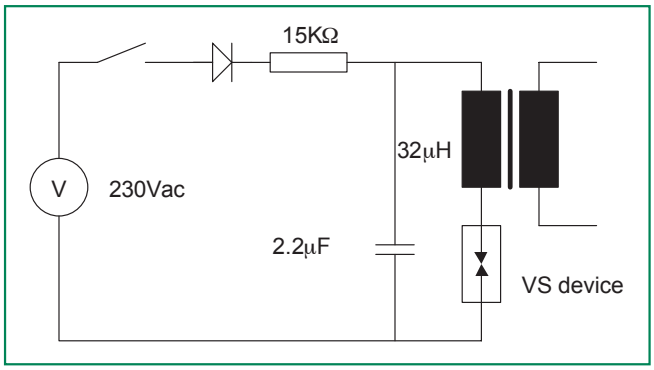

Fig 2. Recommended Life Test Circuit
(2) Measured @ 300 Volts DC
(3) Current required for transition to on-state
(4) Measured @ 1 MHz, zero Volt bias
(5) Using 8/20µs double exponential pulse
(6) Measured on recommended test circuit (fig 2.)